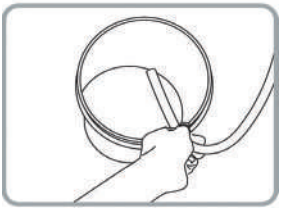

Рис. 28
2. Поместите сливной шланг в ёмкость для слива (рис. 28).